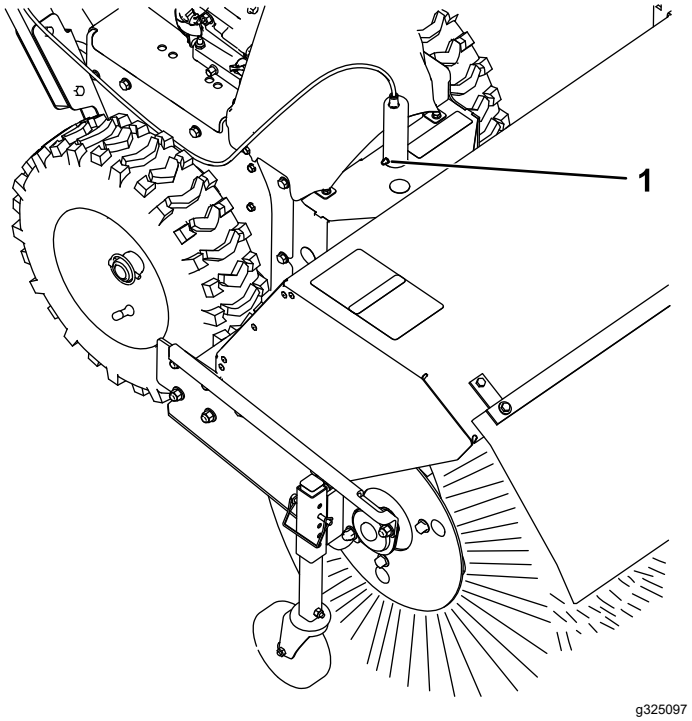

Figuur 23
1. Smeer de borstelhoekpen met lithiumvet nr. 2 (Figuur 23).